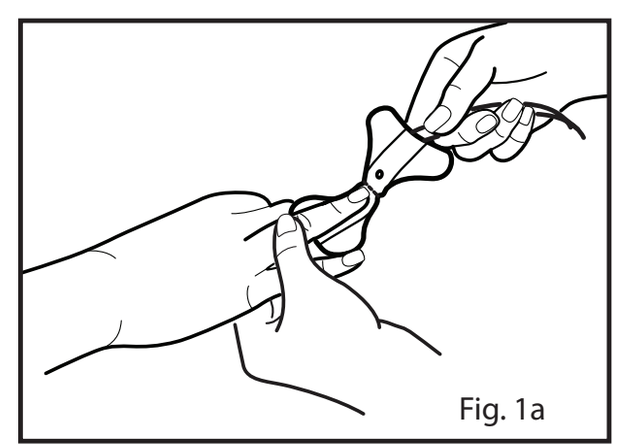

Fig. 1a
1. Consulte la **Fig. 1a.** Oriente el sensor de modo que el detector se pueda colocar primero. Coloque la punta del dedo en la línea discontinua, de modo que la parte carnosa del dedo cubra la silueta del dedo y la ventana del detector.